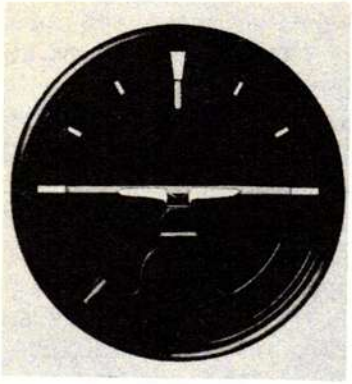

Figure 5-1-1.
**The Sperry H-3 gyro horizon.** This instrument (fig 5-1-1) indicates the pitch within 27 degrees of level flight and bank up to 90 degrees during an aircraft maneuver.